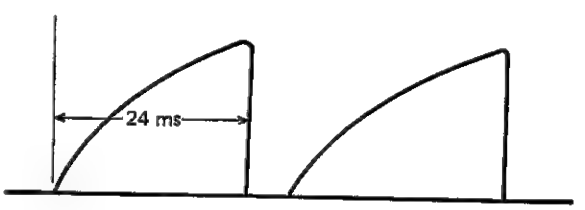

Figure 51.
3) Observe waveform at TP-708 with an oscilloscope and adjust R783 to meet the requirement given in Figure 51.